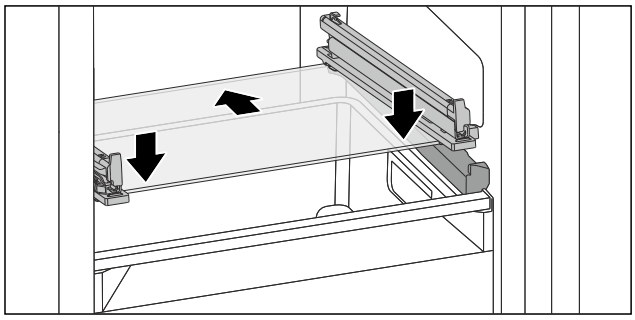

Fig. 178 Tablette en verre du tiroir basculable
▶ Placer la tablette en verre, en l'inclinant, derrière les butées. (voir Fig. 178)